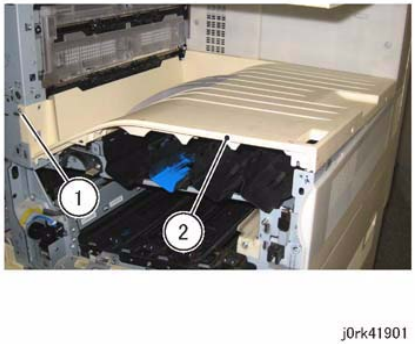

Figure 4 Top Cover
6. Remove the Top Cover. (Figure 4)